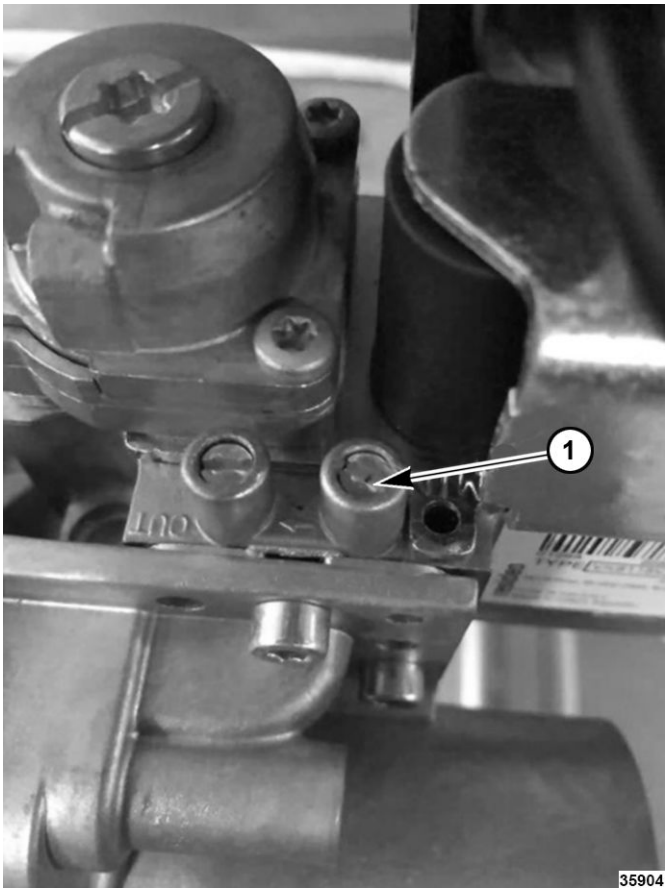

**Fig. 50**
B. Loosen and put a hose over it (1, Fig. 50).